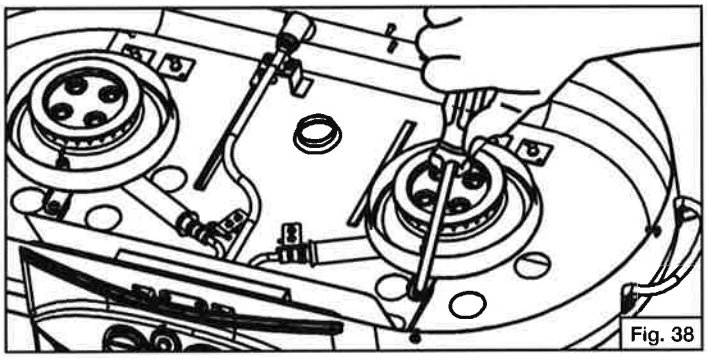

Fig. 38
4. Using a screwdriver, remove the self-tapping screws holding the burner clamps and remove the burners. (Fig. 38)